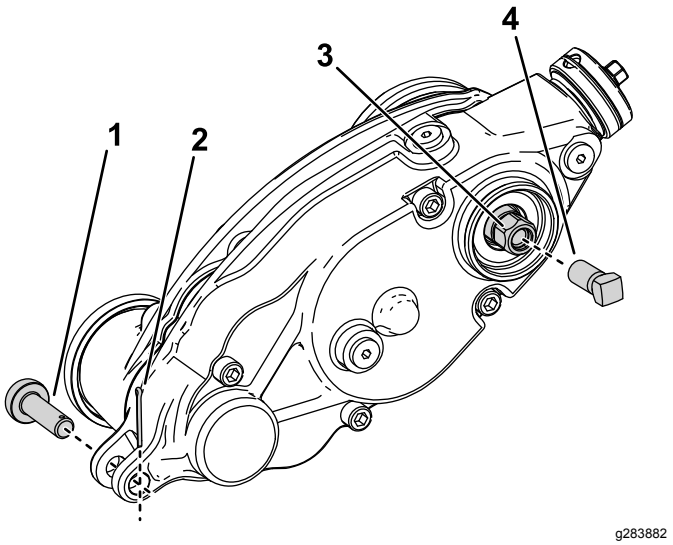

Figur 28
3. Fjern justeringssplinten og hårnålsplinten som kobler trimsatsdrivhuset til justeringsarmene (Figur 28).
5. Monter forsterkningsskruen(delenr. 1-803022 – selges separat) på de innvendige gjengene på trimsatsenhetens sekskanthodebolt og stram til 13,5 Nm som vist i Figur 28.
6. Fjern trimsatsdrivhuset fra klippespolen ved å vri trimsatsenhetens sekskanthodebolt med (Figur 28).